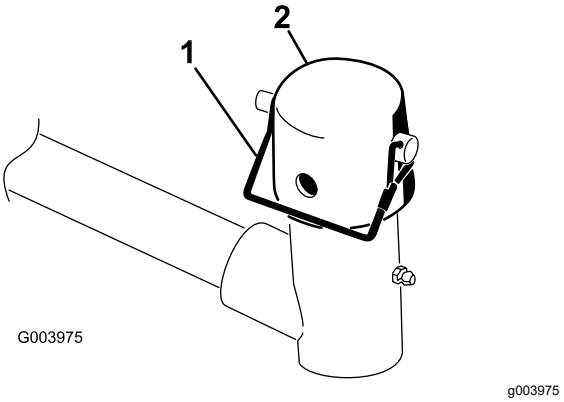

Figur 9
9. Fjern låsestiften og hetten fra løftearmens dreiegaffel (Figur 9).
Merk: Bruk åpningen hvis en klippeenhet med styring er ønsket eller bruk hullet hvis klippeenheten skal være i låst posisjon (Figur 9).